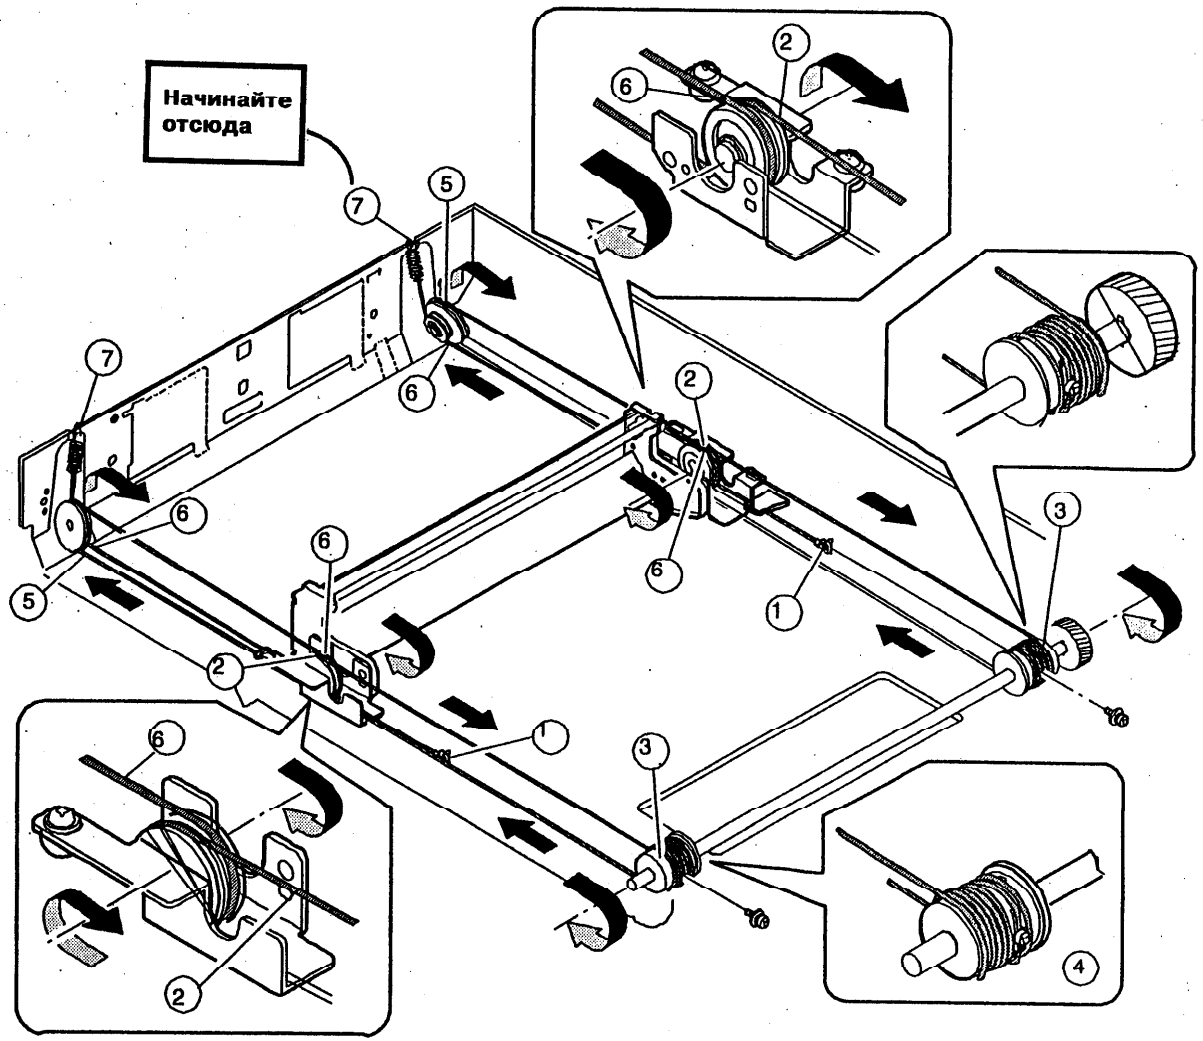

Рис. 2. Установка тросика сканирования
1. (Рис. 2): Прикрепите тросик сканирования к концу пружины в положении 7 и продолжайте устанавливать его в порядке, обратном порядку снятия.